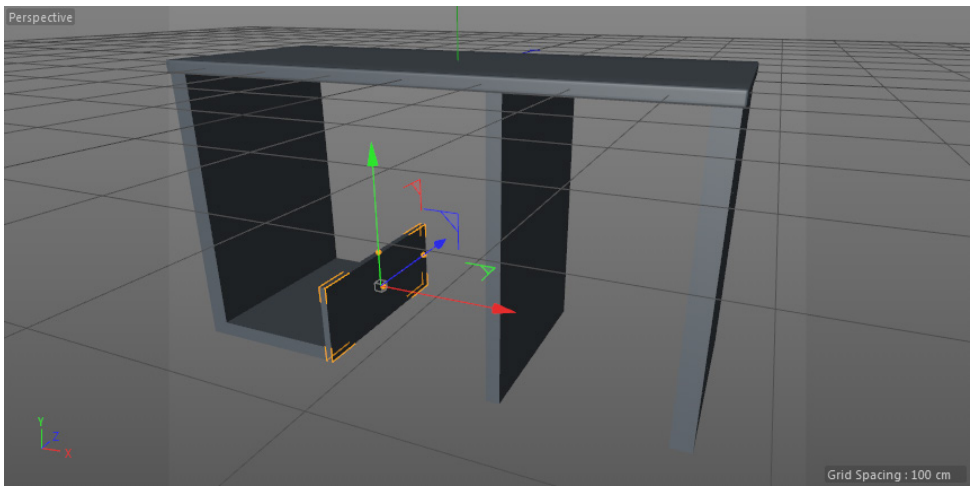

Figure 3-86 *Cube aligned in the Perspective viewport*
7. Align *Cube* in the Perspective viewport, as shown in Figure 3-86.